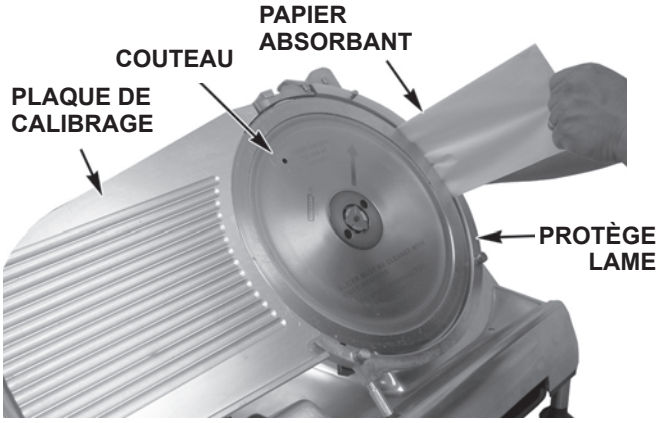

Fig. 17
- Nettoyez à fond le tour du protège lame avec un papier absorbant plié et humide entre le couteau et le protège lame (Fig. 17).